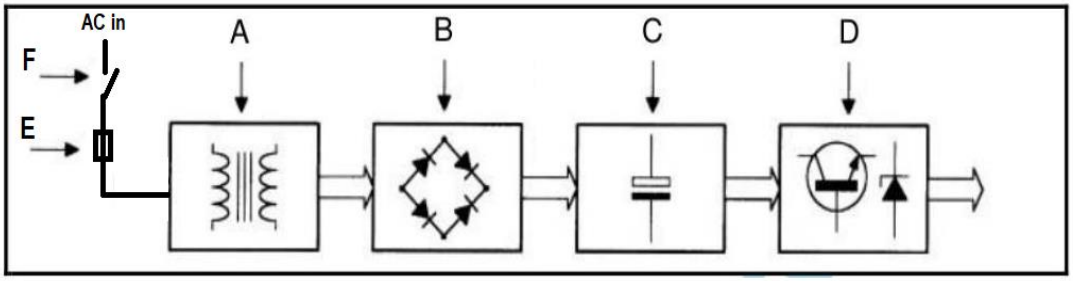

FIGURE 2
3.4 Identify the components in the block diagram shown in FIGURE 2 below by writing only the answers next to the letter (A–F) in the ANSWER BOOK.